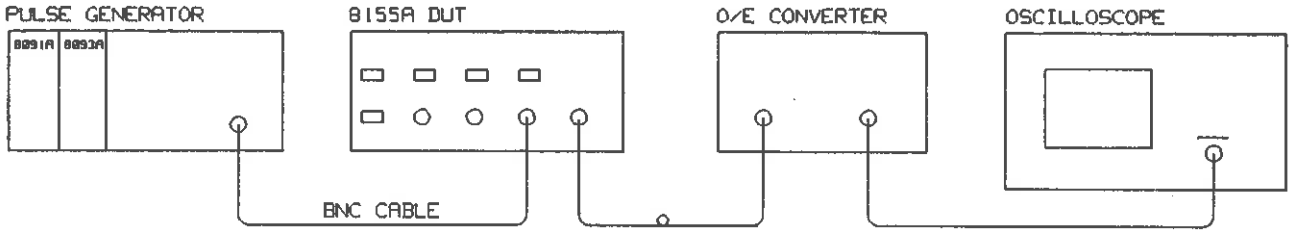

Figure 4-3. HF Modulation Test Set-up
2. Connect equipment as shown in Figure 4-3.